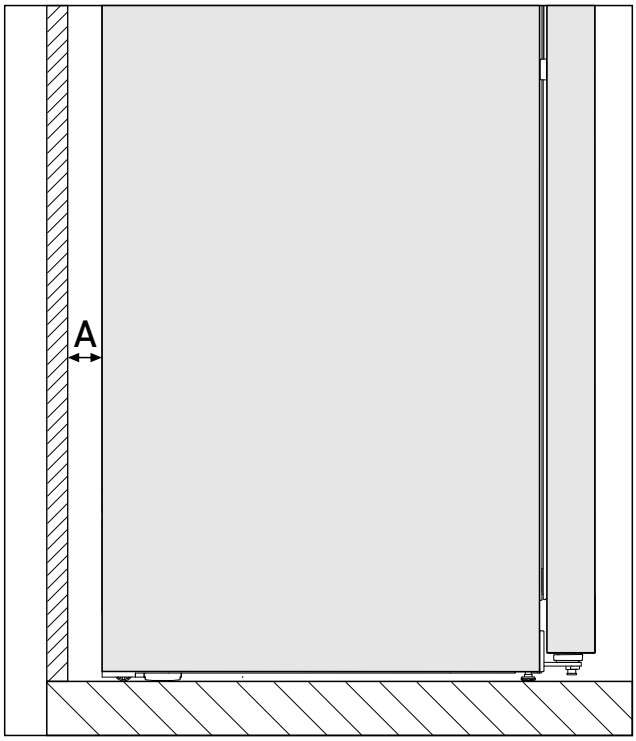

*Fig. 2 **
The energy consumption has been determined with a gap of *Fig. 2 (A)* between the rear of the appliance and the wall.
If the wall gap is less than *Fig. 2 (A)*, this does not affect the appliance's operability but the energy consumption does increase slightly at a smaller wall gap.